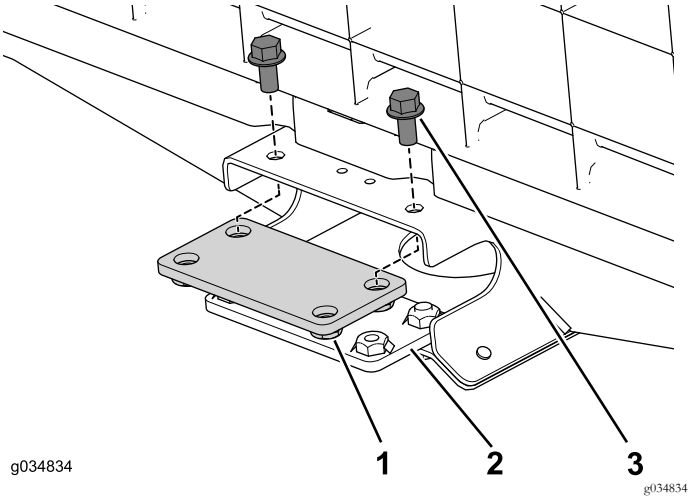

Figur 69
1. Bruk de fire flensboltene (3/8 x 3/4 tomme) til å montere topp- og bunnkoblingsplatene løst til midtkanalen på den fremre delen (Figur 69).